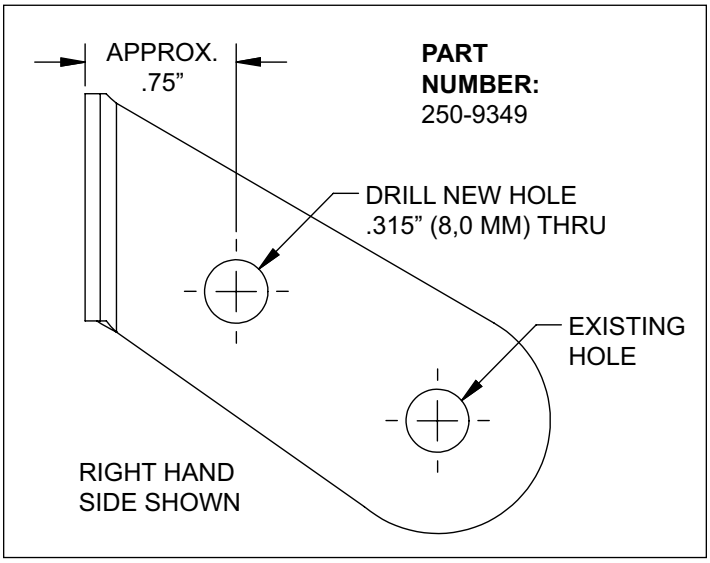

Figure 4.
STEP 7 Attach supplied brake line to caliper. ***NOTE****: OEM rubber brake hoses generally cannot be adapted to Wilwood calipers.* Install Wilwood's stainless steel braided flexline hose kit (17), P/N 220-12016 included with this kit (not shown). The caliper inlet fitting is a 1/8-27 NPT. Use the included steel adapter fitting at the caliper (use PTFE tape on the pipe threads of adapter fitting for proper sealing to caliper). **Ensure hoses are routed to prevent contact with moving suspension, brake or wheel components. .**
- ***NOTE: CRZ only.*** A new .315" hole needs to be drilled in the hose brackets (P/N 250-9349/50) as shown in Figure 4.